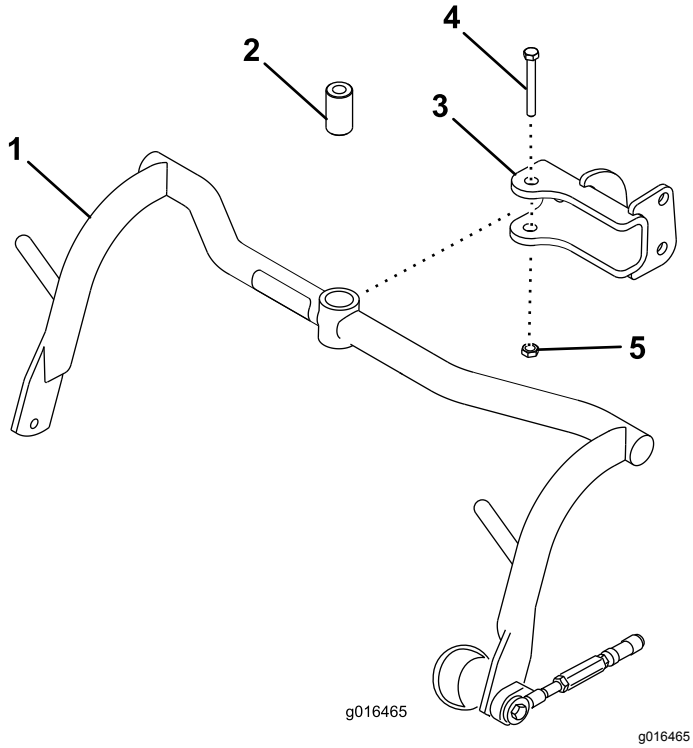

**Rysunek 8**
1. Zamontuj zespół ramy nośnej do każdego uchwytu widełkowego używając tulei dystansowej, śruby (1/2 x 3 1/4 cala) oraz nakrętki zabezpieczającej (1/2 cala), patrz Rysunek 8. Dokręć z momentem od 91 do 113 N·m.